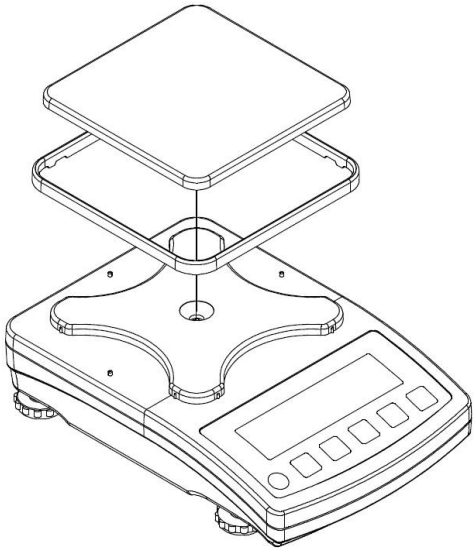

*Figure 5. Scale assembly*
- Install the weighing pan and the draft shield, follow figure 5.